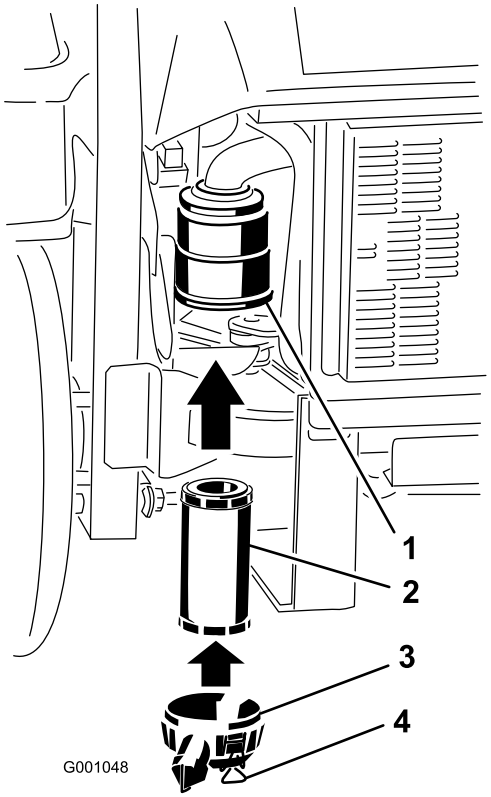

Figur 44
2. Skyv filteret inn i luftrenserkroppen (Figur 44). Påse at det sitter godt ved å trykke på den ytre kanten av filteret mens du installerer det.
3. Sett luftrenserdekslet på igjen, og fest låsene (Figur 44).